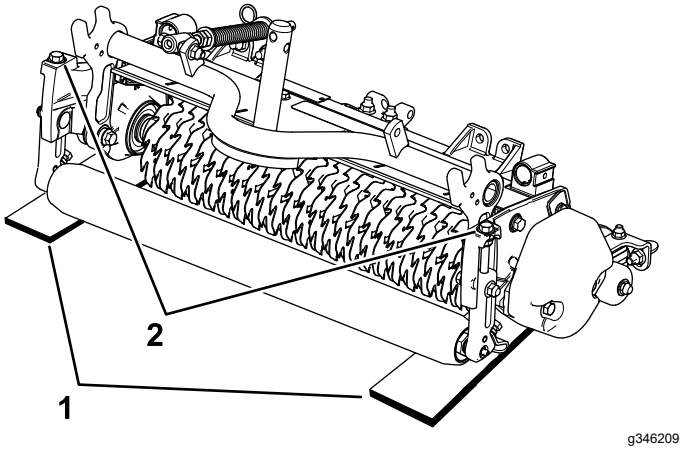

Figur 9
2. Under den främre och bakre rullen på vertikalklipparcylindern (i båda ändar av cylindern) placerar du två mätstänger som är lika långa som det djup du önskar att knivarna tränger ner under markytan (Figur 9).
3. Vrid justeringsskruven på båda klipphöjdsfästena (Figur 9) så att vertikalklipparens knivar kommer i kontakt med den plana ytan i båda ändar.